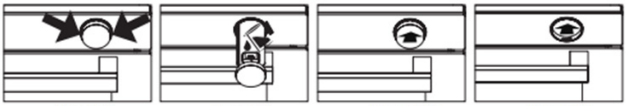

Abbildung 8 Abbildung 9 Abbildung 10 Abbildung 11
1. Entfernen Sie den Wasserbehälter, indem Sie ihn an den mit dem Pfeil gekennzeichneten Stellen herausziehen. Füllen Sie den Wasserbehälter (siehe Abbildung 8) und schieben Sie ihn in Pfeilrichtung in die Ausgangsposition, um ihn zu platzieren (siehe Abbildung 9). (Siehe Abbildung 10) Nach 10 Minuten Vorheizen schieben Sie den Wasserbehälter in Pfeilrichtung, bis Sie ein “Klicken” hören. (siehe Abbildung 11).